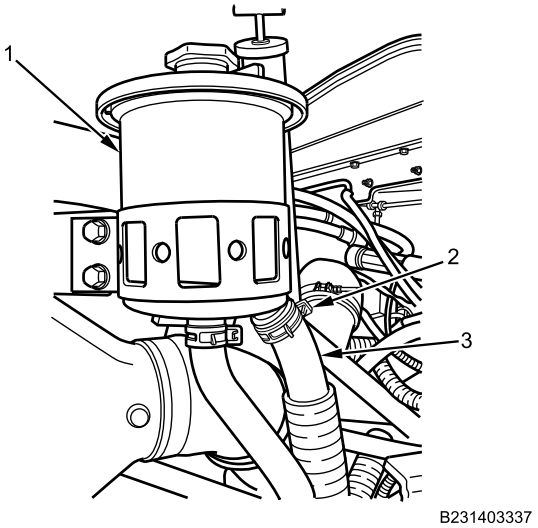

Figure 9. Power Steering Pump Reservoir.
5. Install power steering pump inlet hose (Figure 9, Item 3) on power steering reservoir (Figure 9, Item 1) with spring clamp (Figure 9, Item 2).